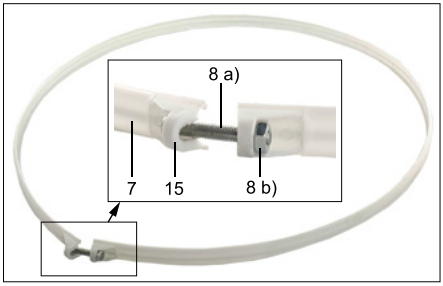

Fig.15: Mounting fixing strip
6. Push the rotor (8) onto the motor axle (12). *The small transverse axis (14) at the end of the motor axis must lie in the recess of the rotor attachment. See Fig. 15 a).*
7. Place the nut (9) on the rotor.
8. Tighten the nut clockwise. See Fig. 15 b).